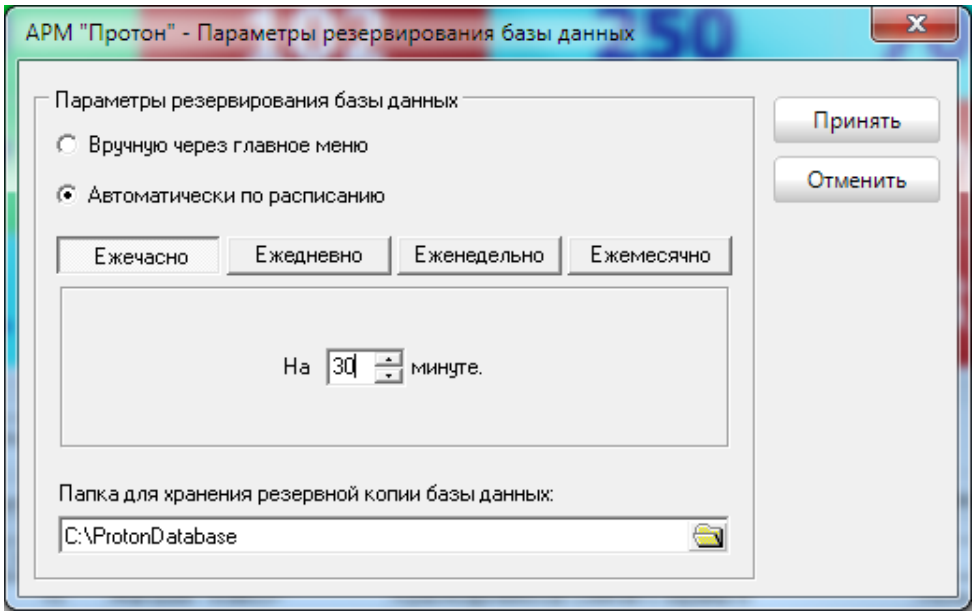

Рисунок 44
- ежечасно на определённой минуте (Рисунок 44),